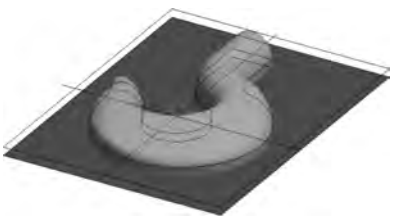

图 5-214　平面
(9) 单击曲面生成栏中的“平面”图标，拾取平移后的矩形边框线和轮廓线，确定链搜索方向，右击确认，如图 5-214 所示。